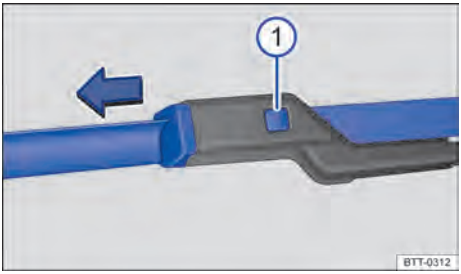

Fig. 147 Substituir as palhetas dos limpadores do para-brisa.
- Manter o botão de destravamento ⇒Fig. 147 ① pressionado e, ao mesmo tempo, retirar a palheta dos limpadores do para-brisa no sentido da seta.